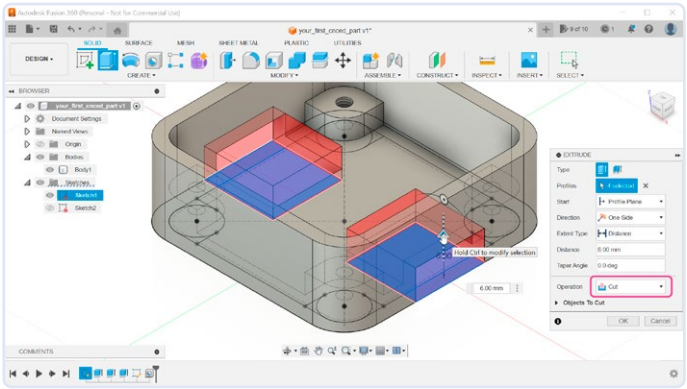

Figuur 18. De twee openingen extruderen.
18. Draai de 3D-weergave om de onderzijde van onze behuizing te zien. Kies het *Extrude*-gereedschap (**figuur 18**) en selecteer vervolgens de nieuwe rechthoeken. Voer een afstand van 6 mm – dat is de hoogte van de steunen. De bewerking wordt automatisch gewijzigd in *Cut*.